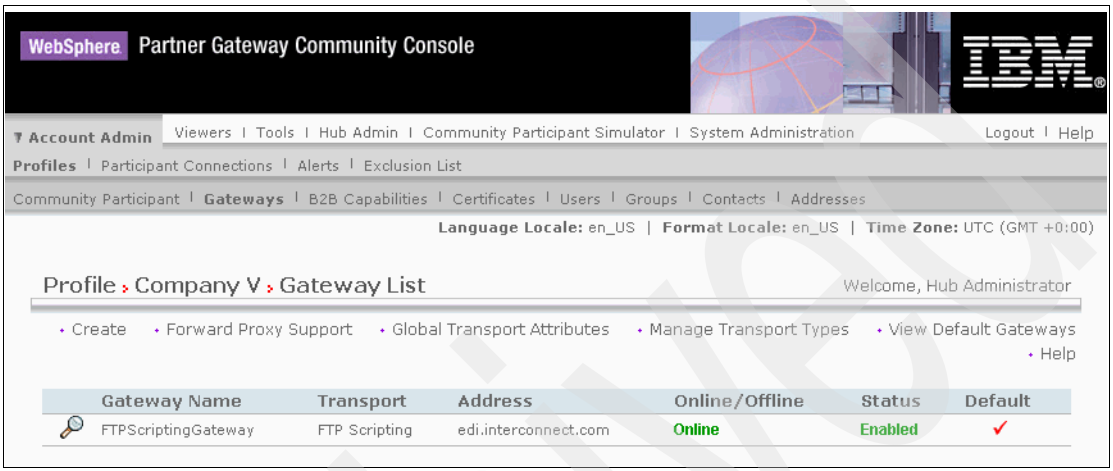

Figure 13-10 List of gateways for Company V
7. Select **FTPScriptingGateway** as the production gateway and click **Save**. You should now be able to see this gateway listed under the list of gateways for Company V as shown in Figure 13-10.